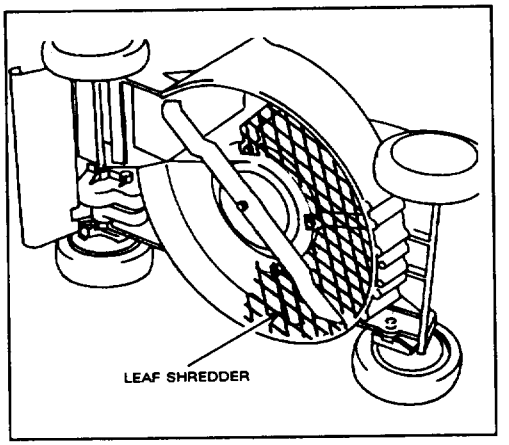

Figure 27
3. Leaf Shredder Kit, Model No. 59180—Installs on underside of mower in minutes without requiring removal of blade. Shreds leaves into small pieces for clean vacuuming into grass bag and convenient disposal (Fig. 27).